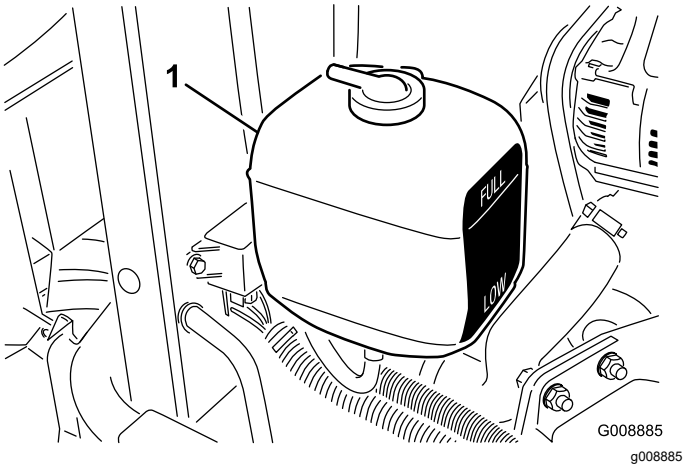

Figur 28
1. Kontroller kølevæskestanden i ekspansionsbeholderen (Figur 28). Med en kold motor skal kølervæskestanden være ca. midt imellem mærkerne på siden af beholderen.